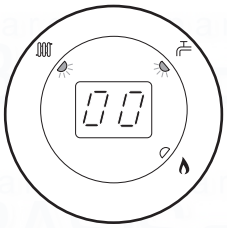
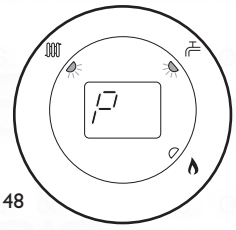

Fig. 47
Fig. 48
5. Turn CH temperature control knob fully clockwise. As the knob is turned the display will change from '0' to '00' (Fig. 47) indicating maximum rate, then revert to 'P' alternating with the current boiler temperature (Figs 48 & 49).